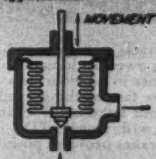

**Fig. 2 Packless Construction**—Illustrating packless valve construction. Same principle used to seal stem movement or adjustment in many types of apparatus.
**Fig. 2 Thermostatic Motor**—This assembly is used where it is desirable to have the thermostatic charge confined outside the bellows and within a cup. May be used with or without remote bulb shown.